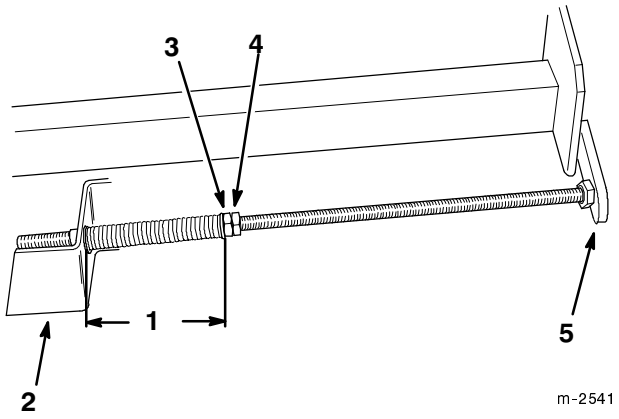

Figure 9
5. Insert the spring end of the adjusting shaft into the hole in the deck mounting bracket. Note that the small end of the bushing fits into the hole in the deck bracket. Insert the locknut end of the adjusting shaft into the carrier frame mounting tab (Fig. 9).
6. To tension the belt, tighten the front jam nut on each adjusting shaft until the springs are compressed to 12.7 cm (5”). Measure the spring compression between the spacer and the bushing (Fig. 9).
7. Tighten the rear jam nuts (Fig. 9).